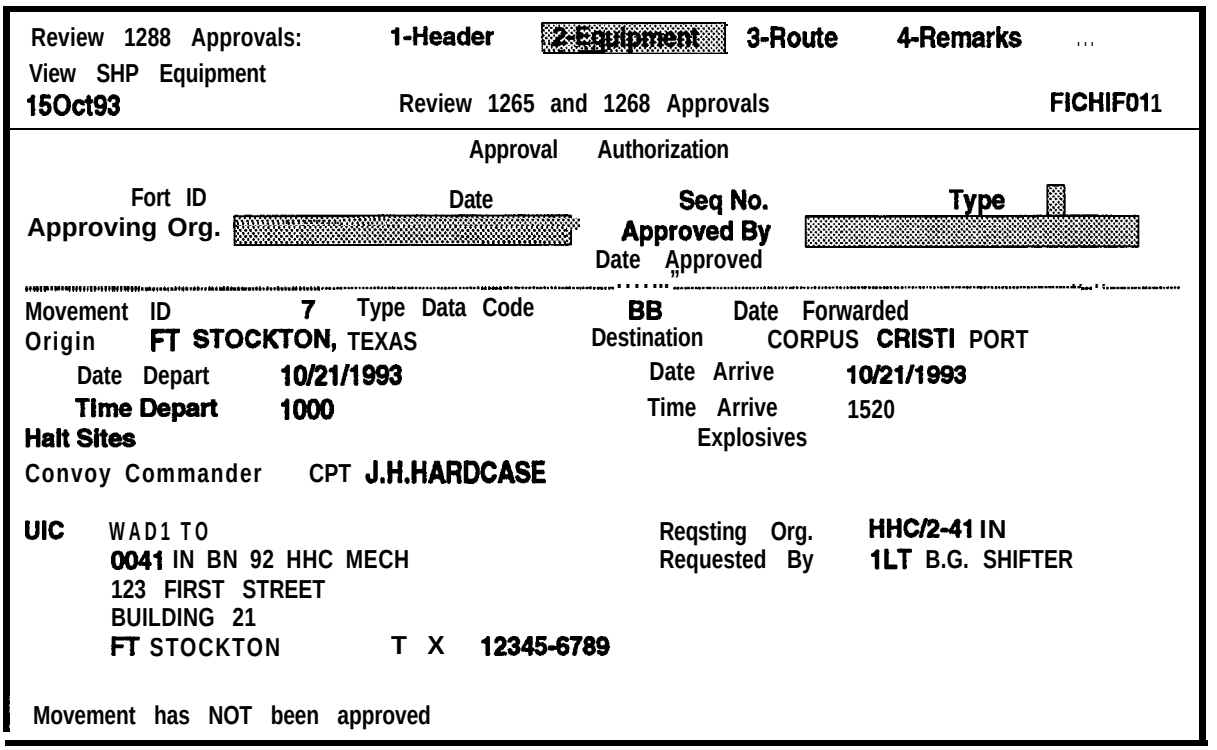

Figure 7-65. Review 1265 and 1266 Approvals Screen With Data
c. Select the DD Form 1266 that you want to review and press ESC. The Header information for the selected DD Form 1266 will be displayed in the **Review 1265 and 1266 Approvals** screen, as shown in Figure 7-65. In this example the fields in the Approval Authorizations section of the screen are blank. This means that this DD Form 1266 has not been approved. **The** cursor advances to **the Equipment** option on the **Review 1266 Approvals:** ring menu.